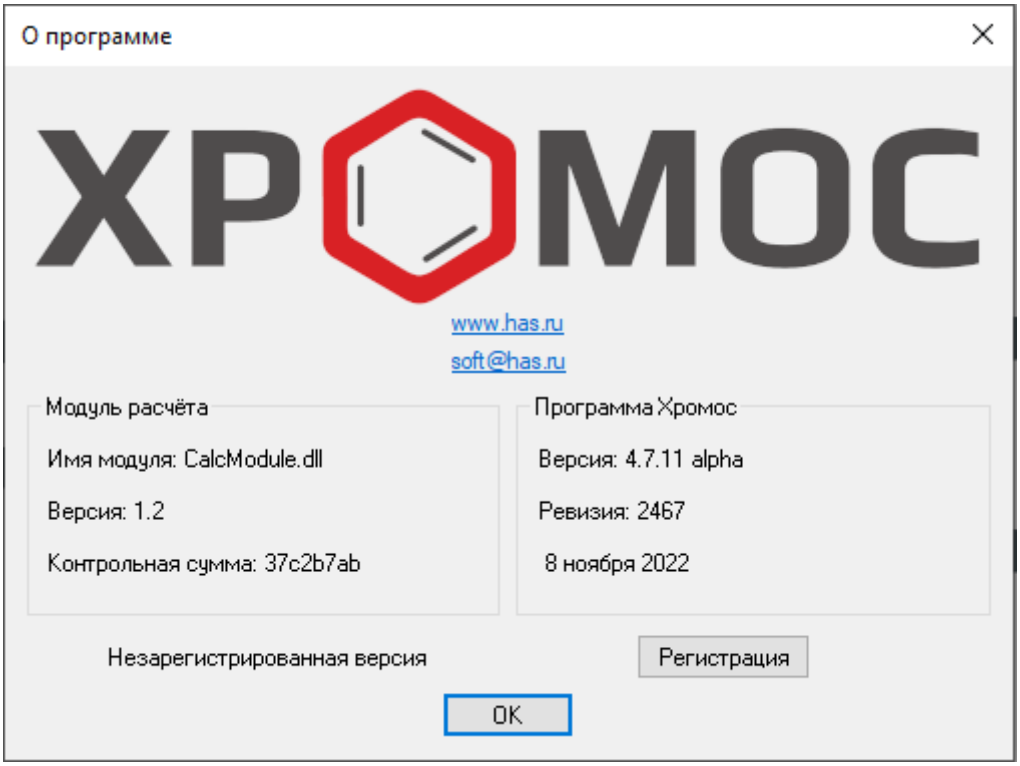

Рис. 16: Окно «О программе»
1. В меню *Справка* выберите **О программе…** Откроется окно *О программе* (Рис. 16).